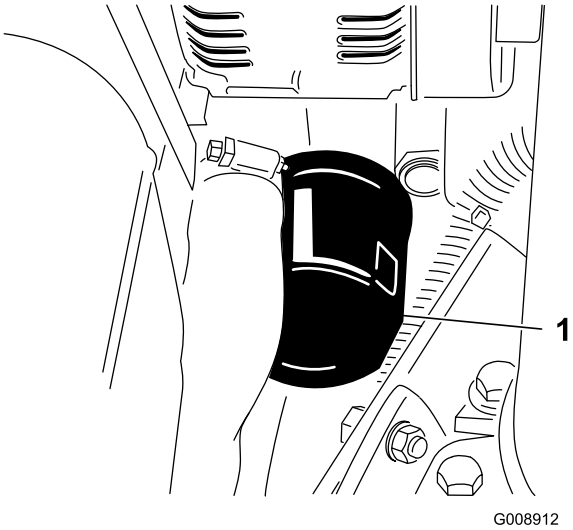

**Figur 65**
2. Fjern oliefilteret (Figur 65).